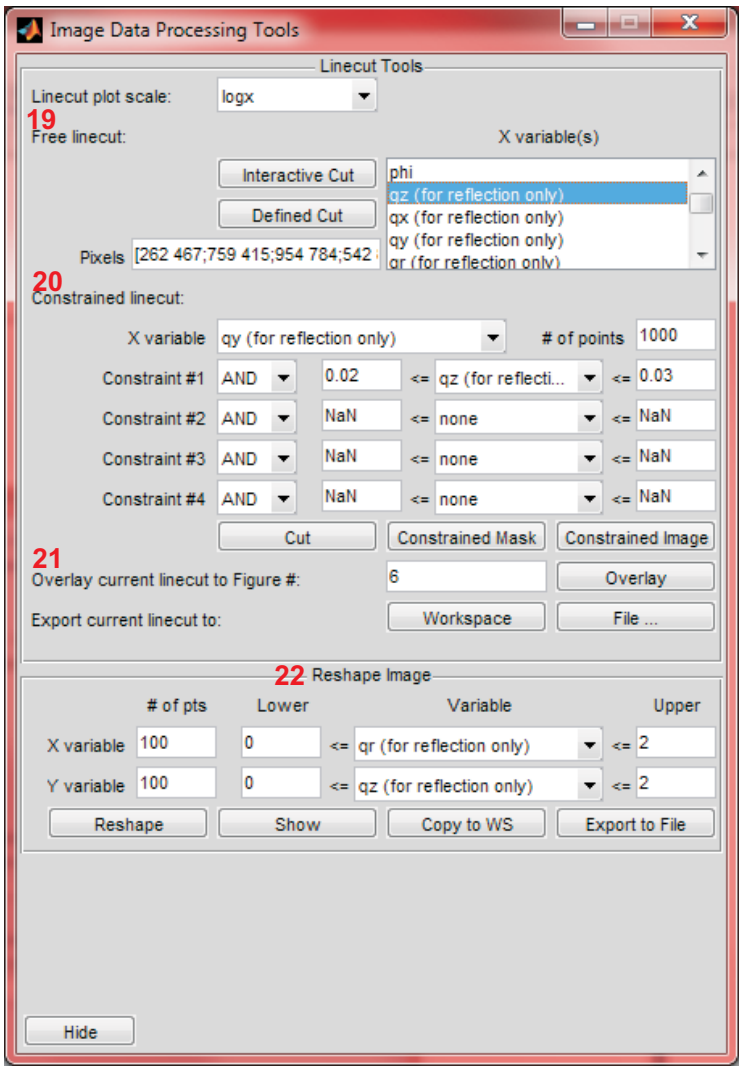

FIG. 7. GUI for image data processing tools.
- Use "Data Processing ..." (label 18) to open a new GUI (Fig. 7) to do linecut and image reshaping.